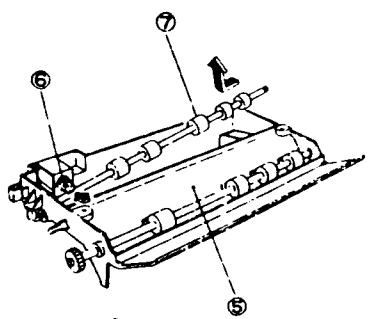

Рис. 4 NZM-0033
⑤. (Рис. 4): Переверните узел регистрации.
⑥. Нажмите пальцем на якорь соленоида затвора регистрации.
⑦. Снимите ролик регистрации при вдавленном якоре.